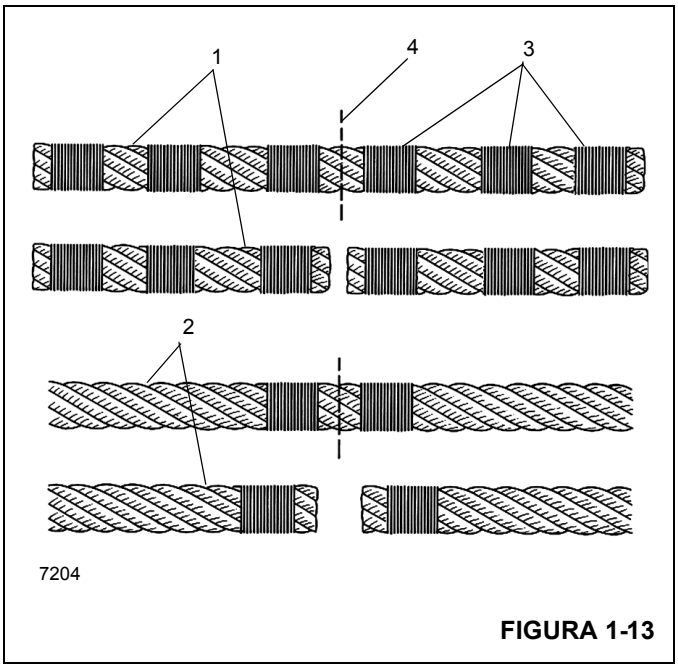

FIGURA 1-13
NOTA: Um cabo de aço não pré-formado (1) (Figura 1-13) deve ter três amarrações (3) feitas em cada lado do corte (4), em comparação com o cabo de aço pré-formado (2).